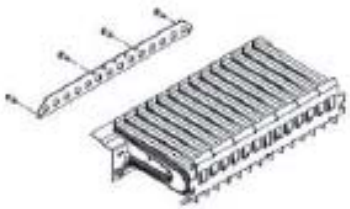

Рис. 4.9
- При переводе на сжиженный нефтяной газ, необходимо установить на горелку специальную планку (входит в комплект перевода на сжиженный газ). При обратном переходе его нужно удалить (Рис. 4.9).